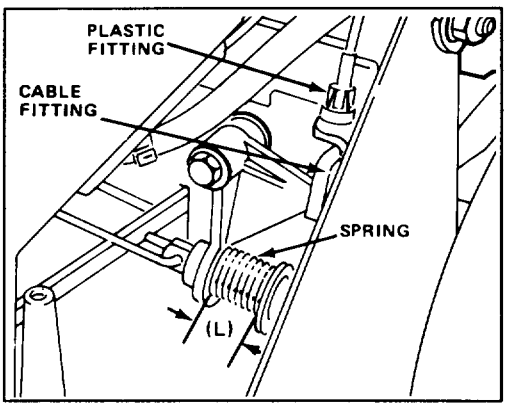

Figure 26
3. Move control bar down and lift up against handle. With control bar against handle, measure spring length (L) at the front of the spring as shown in figure 26.